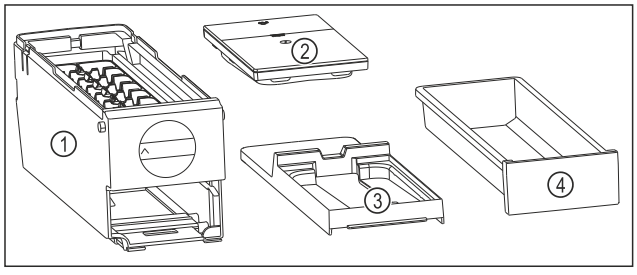

Fig. 147 EasyTwist-Ice:n osat
▷ EasyTwist-Ice on jaettu neljään osaan. (katso Fig. 147)
▶ Pura EasyTwist-Ice vain kuvissa esitettyihin osiin. (katso Fig. 147)
▶ Puhdista EasyTwist-Ice-runko *Fig. 147 (1)* kokonaisena.